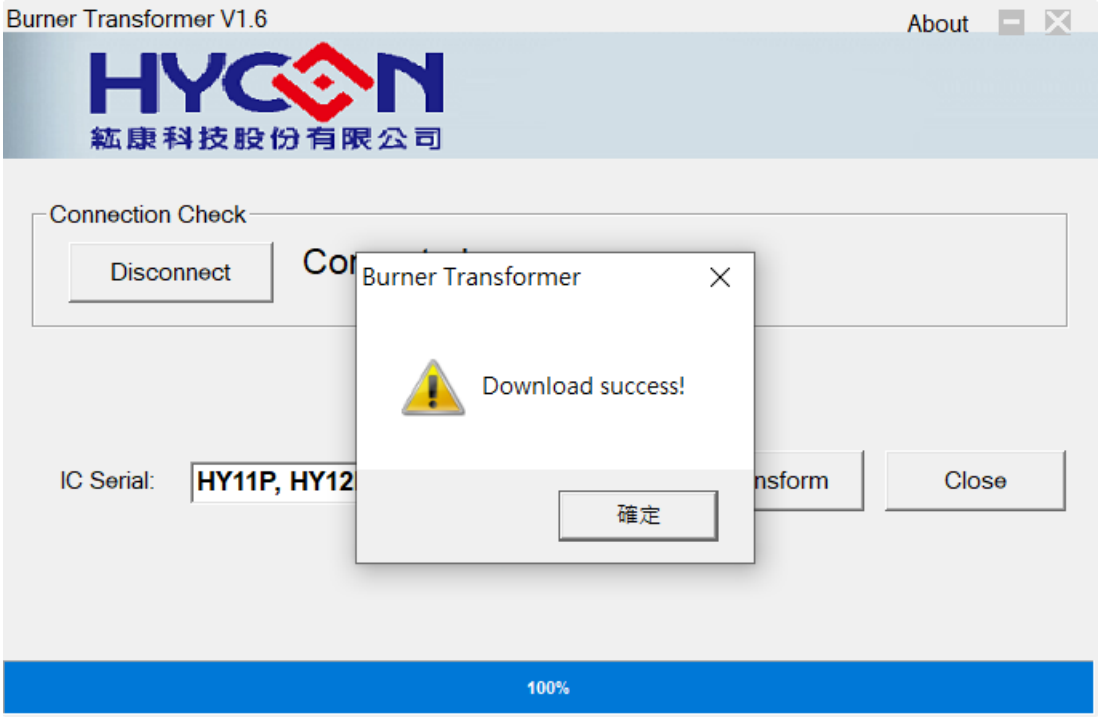

图 3-4
- 若更新 OK，进度条会显示 100%，并且会出现固件下载成功的讯息视窗(如图 3-4)，此时即可关闭软件，拔除 USB 连接线并取下短路冒。